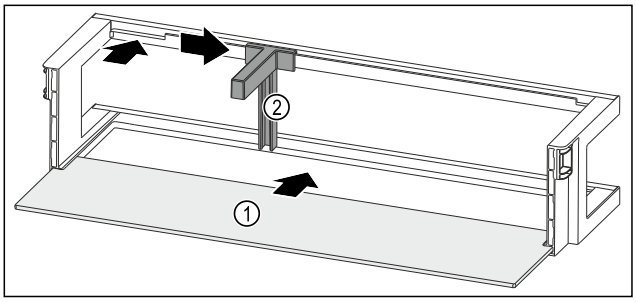

Fig. 163 带搁板的门边存放架
▶ 将搁板 *Fig. 163 (1)*推入侧面凹槽。
▶ 将瓶托 *Fig. 163 (2)*装入槽中。
▶ 将瓶托 *Fig. 163 (2)*推至一侧的所需位置。